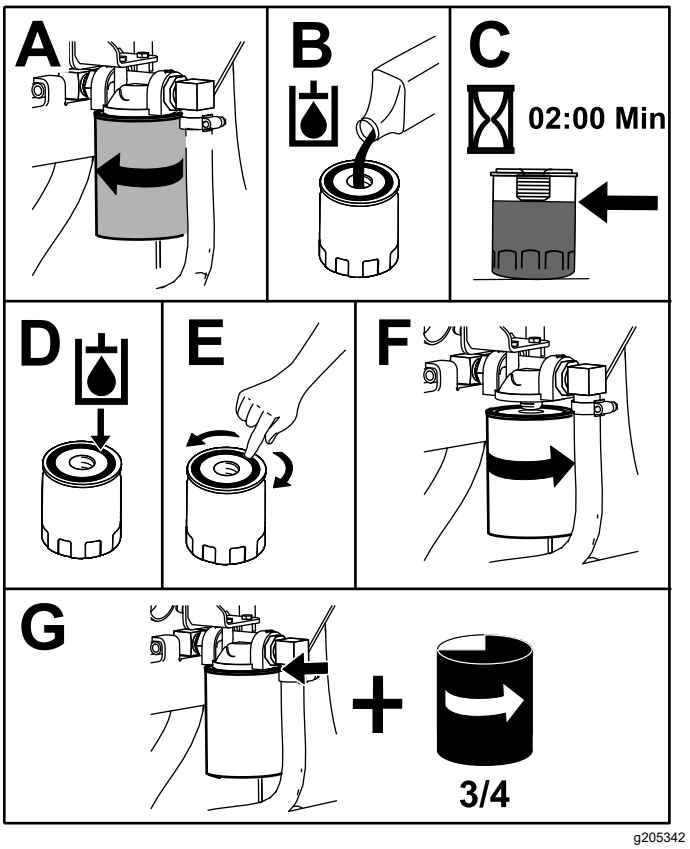

**Rysunek 72**
4. Umieść miskę spustową pod filtrem i wymień filtr (Rysunek 72).